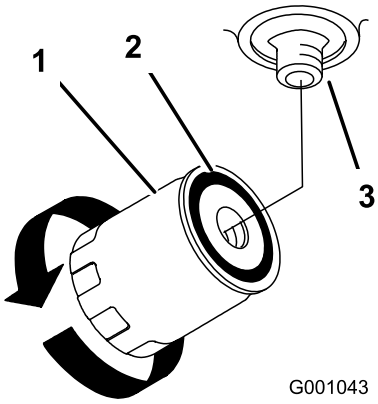

Figura 60
4. Retire el filtro usado, deje que se vacíe el aceite y limpie con un paño la superficie de la junta del adaptador del filtro (Figura 60).
7. Llene el depósito de aceite hidráulico con aceite hidráulico hasta que éste rebose por encima del filtro, gire el filtro en el sentido de las agujas del reloj hasta que la junta de goma entre en contacto con el adaptador del filtro, luego apriete el filtro media vuelta más (Figura 60).